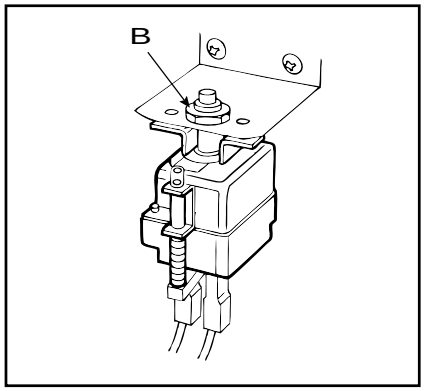

fig. 8
3) Extraer los cables de los termostatos y desenroscar la fijación (**B** - fig. 8) del termostato de seguridad o los tornillos del termostato de cocción fijado en la parte posterior del panel de mandos;